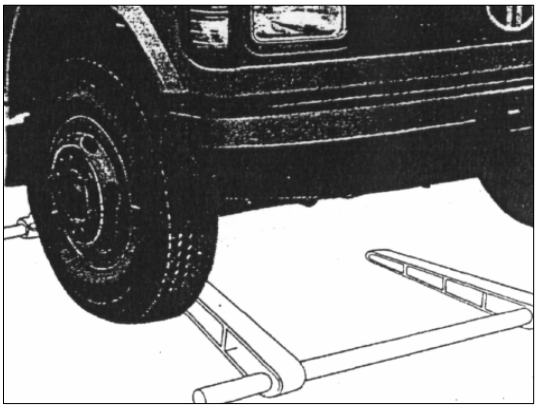

РИС. 299
1) Установите прибор для измерения схождения передних колес перед ними (см. рис.299), отрегулируйте высоту рычагов прибора для измерения схождения передних колес и установите колеса. Отрегулируйте ширину так, чтобы выступ на одном рычаге и выступ на другом касались внутренней стороны обода колеса.